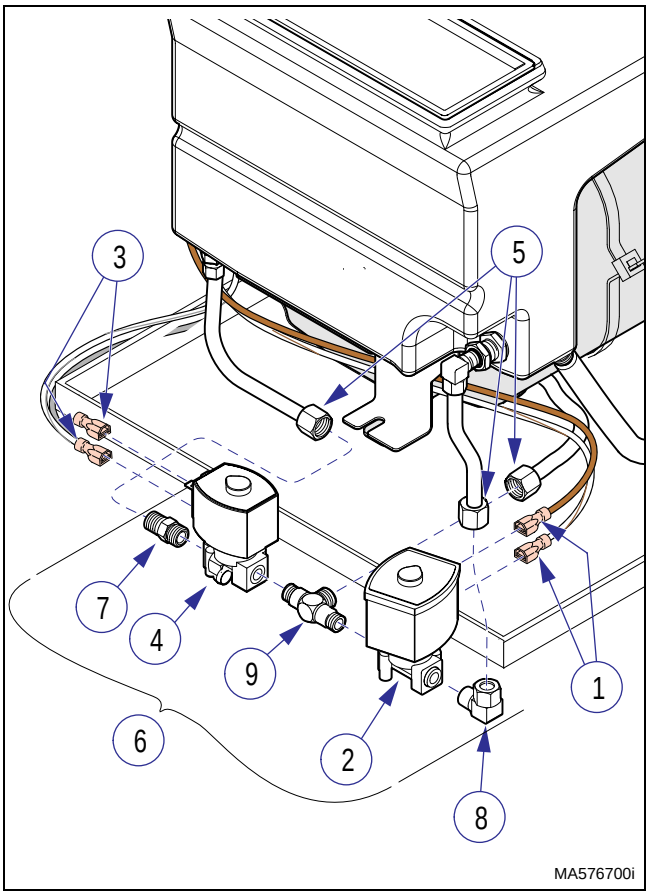

Figure 4-27. Vent or Fill Solenoid Valve
(4) Tag and disconnect two wires (1, Figure 4-27) from terminals of vent solenoid valve (2) and two wires (3) from terminals of fill solenoid valve (4).
(1) Coat threads of tee assembly (9, Figure 4-27) with high temperature pipe thread compound (Loctite 565).